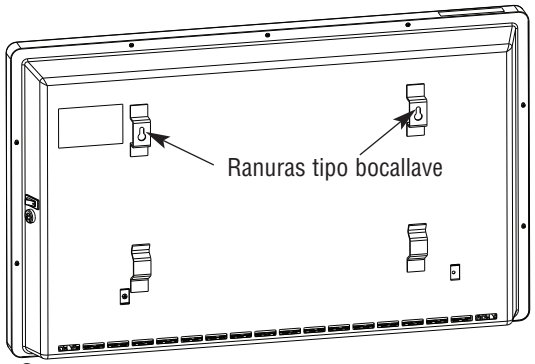

Figura 2
2. Para aplicaciones de **montaje en la pared**, omita el Paso 1 anterior. Utilice sujetadores apropiados y perfore 2 agujeros en el lugar deseado, con una distancia de 40.0 cm (15-3/4") entre centros, de modo que el fondo del calefactor quede a alrededor de 50.8 cm (20") del piso. Deje que los sujetadores se extiendan al menos 6.4 mm (1/4") de la pared, y encaje las ranuras tipo bocallave de la parte trasera del calefactor en los sujetadores (vea la Figura 2). Asegúrese de que el calefactor esté firmemente sujeto.